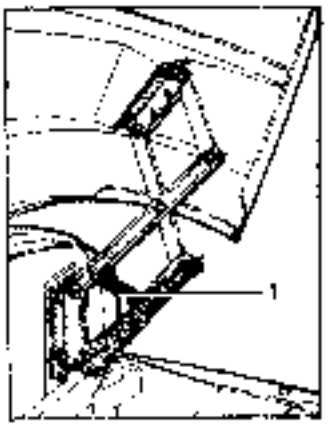

Fig. 5. Hood Lifting Mechanism Lock
4. When servicing the diesel engine lock the hood lifting mechanism applying hook *7* (Fig. 5).